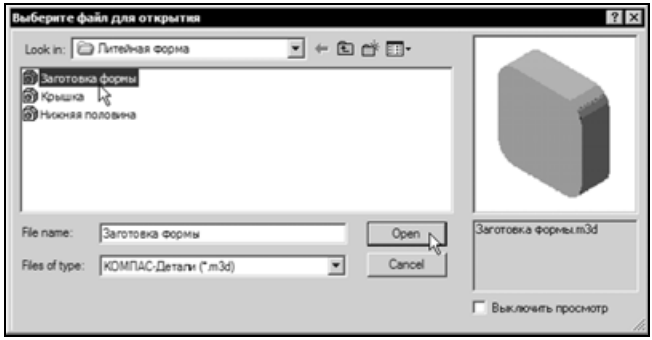

Рис. 8.104
- В диалоге открытия файлов укажите деталь **Заготовка формы** и нажмите кнопку **Открыть** (рис. 8.104).